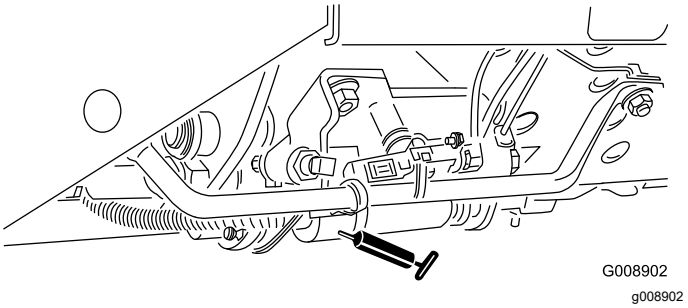

Figur 50
- Klippe/transportskyder (Figur 50)